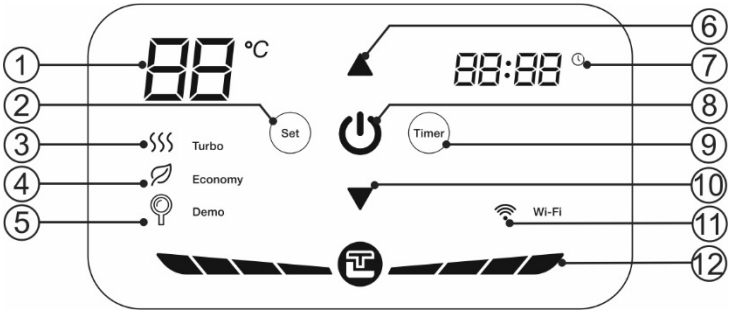

Рисунок 3. Панель управления
Рисунок 3: 1 – указатель температуры, 2 – кнопка «Set», 3 – индикатор «Turbo», 4 – индикатор «Economy», 5 – индикатор «Demo», 6 – кнопка «▲», 7 – указатель времени, 8 - кнопка «I/O», 9 – кнопка «Timer», 10 – кнопка «▼», 11 – индикатор «Wi-Fi» (опционно для моделей Wi-Fi), 12 – индикатор нагрева.
Включение/выключение ЭВН осуществляется кнопкой «I/O» на панели управления (Рис. 3, п.8), при этом на светодиодный индикатор показывает заданную температуру нагрева. Режим «Turbo» влючается автоматически, при этом максимальная мощность составляет 2000 Вт. В процессе эксплуатации ЭВН потребитель может выбирать температуру нагрева при помощи двух клавиш «▲» «▼» (Рис. 3, п.6 и п.10). При кратковременно нажатии клавиш значение температуры будет изменяться на 1 градус в секунду, при долговременном нажатии – на 5 градусов в секунду. Диапазон регулировки температуры составляет от 30℃ до 75℃, а температура по умолчанию составляет 75℃. Нажмите кнопку «Set», чтобы переключить ЭВН в экономичный режим «Economy». При переходе в экономичный режим включается индикатор экономичного режима, и температура будет заблокирована на значении 55℃ при мощности нагрева 1300 Вт. В экономичном режиме температуру нельзя регулировать вручную. Нажмите кнопку «Set» снова, чтобы выйти из экономичного режима.
1. Установка времени включения. Указатель времени (Рис. 3, п.7) должен светиться. Нажмите кнопку «Set», установите значение ЧАСЫ с помощью кнопок «▲»
«▼» (Рис. 3, п.6 и п.10). Кратковременное нажатие изменяет значение +1/-1, длительное нажатие - +5 /-5. Диапазон значения ЧАСЫ: 0-23. Повторно нажмите «Set», установите значение минуты таким же способом.
2. Установка времени выключения. Посте установки времени включения нажмите кнопку «Set», иконка должна мигать. Нажмите кнопку «Set», установить значение ЧАСЫ с помощью кнопок «▲» «▼» (Рис. 3, п.6 и п.10). Кратковременное нажатие изменяет значение +1/-1, длительное нажатие - +5 /-5. Диапазон значения ЧАСЫ: 0-23. Повторно нажмите «Set», установите значение минуты таким же способом.
3. При установке значения ЧАСЫ таймер отключится, если кнопок кнопок «▲» «▼» (Рис. 3, п.6 и п.10) не касаться более 5 секунд.